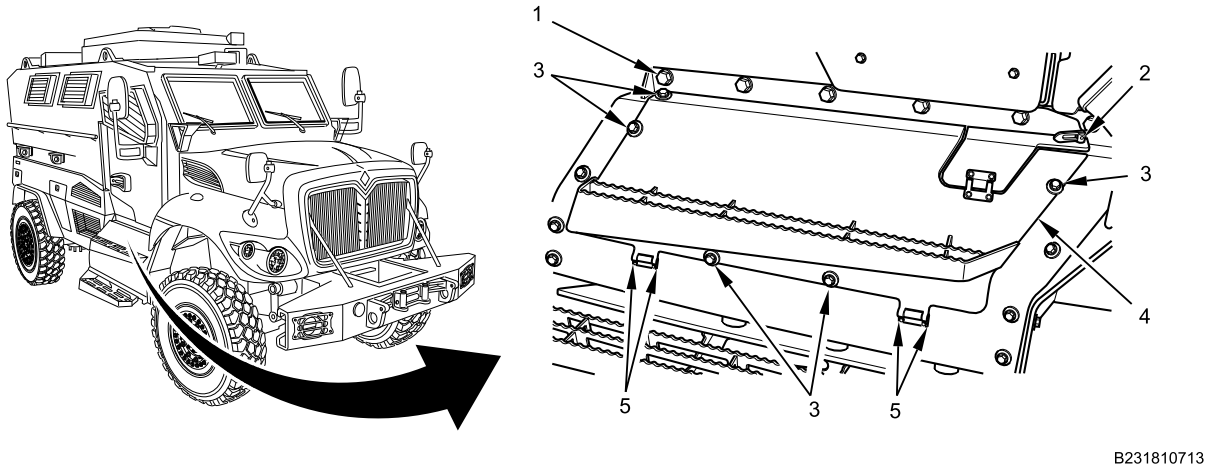

Figure 1. Battery Door.
1. Remove rear cab body bolt (Figure 1, Item 1) from cab.
2. Remove five bolts and flat washers (Figure 1, Item 3) from battery door.
3. Flip access door lever (Figure 1, Item 2) to up position.
4. With assistant, remove four hinge bolts (Figure 1, Item 5) from battery box armor door (Figure 1, Item 4), and remove battery box armor door.